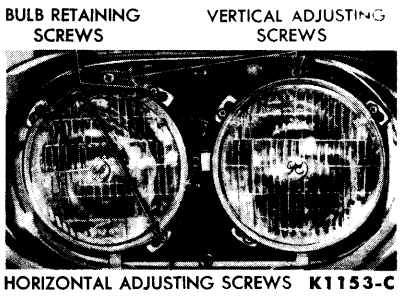

FIG. 5—Headlight Adjustment
Each headlight is adjusted by means of two screws located under the headlight trim ring as shown in Fig. 5. Always bring each beam into final position by turning the adjusting screws clockwise so that the headlights will be held against the tension springs when the operation is completed.
2. Loosen the retaining ring screws (Fig. 5), rotate the retaining ring counter-clockwise, and remove it.